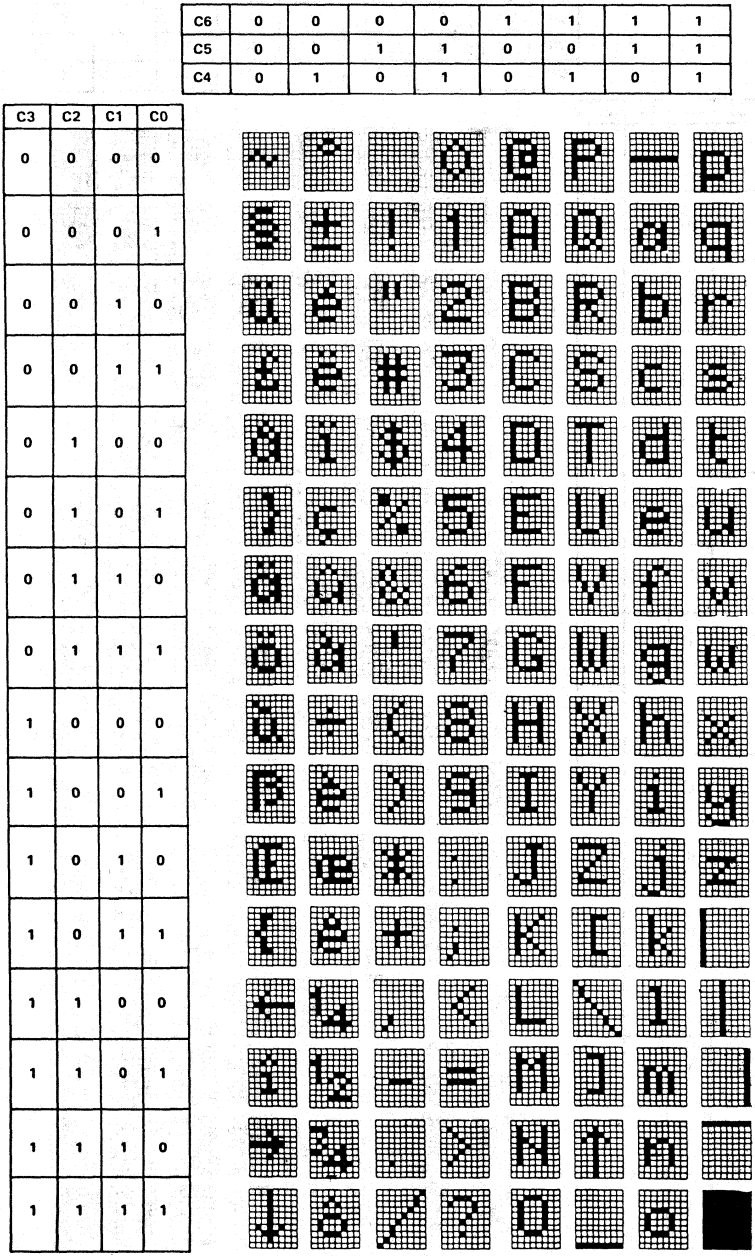

FIGURE 17 – G_{10} SEMIGRAPHIC CHARACTER SET
- G_{10} is the standard mosaïc set for videotex (Figure 17).